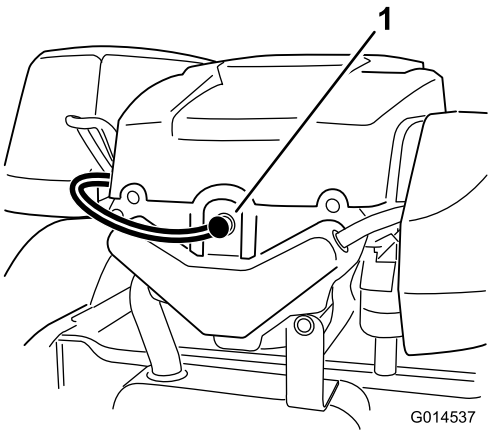

Figur 36
2. Træk ledningen af tændrøret (Figur 36). Rengør området omkring tændrøret for at forhindre snavs i at trænge ind i motoren og forårsage beskadigelse.
3. Sæt tændrørskablet på tændrøret (Figur 36).